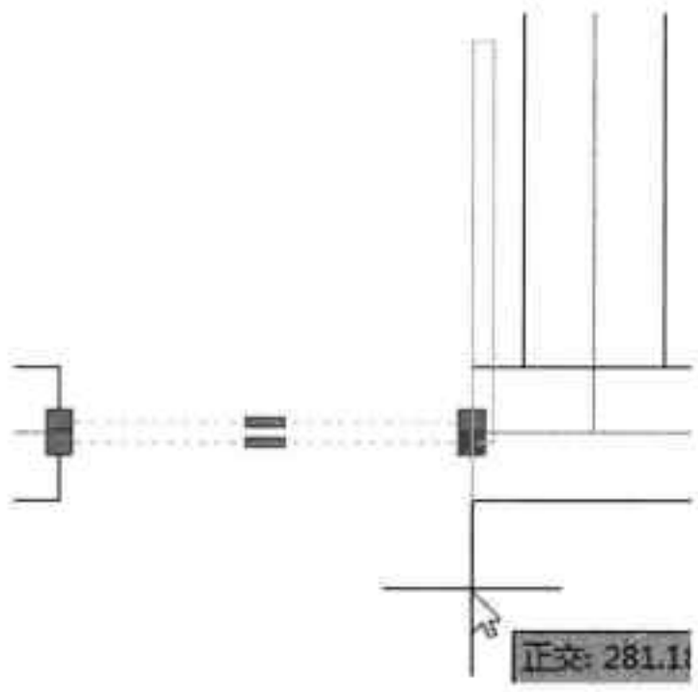

图5-84 旋转门图形
Step17 选中所绘制的客房门图形，并单击图形右下角夹点，使其成为红色状态，右击该夹点，选择“旋转”选项，将其图形进行 90° 旋转，如图 5-84 所示。